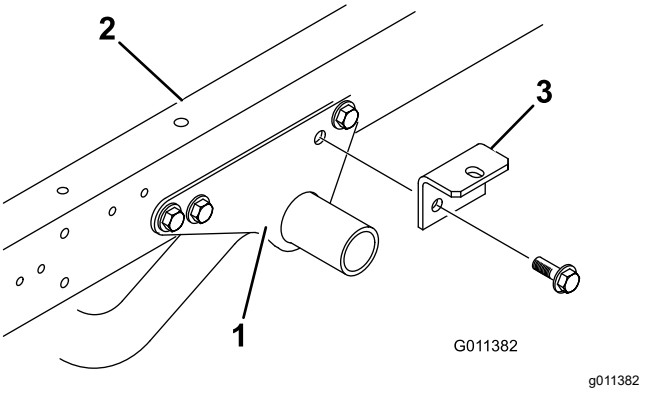

**Figuur 5**
1. Verwijder de 2 inbusbouten met flenskop en flensborgmoeren waarmee de achterkant van de montagebeugels van het motorframe aan de zijkant van elk frame van het Workman voertuig zijn bevestigd (Figuur 5).
2. Monteer losjes een werktuigbeugel op de montagebeugels van het motorframe en het frame van het Workman voertuig; gebruik 2 inbusbouten met flens en flensborgmoeren die u eerder hebt verwijderd in stap 1 (Figuur 5).